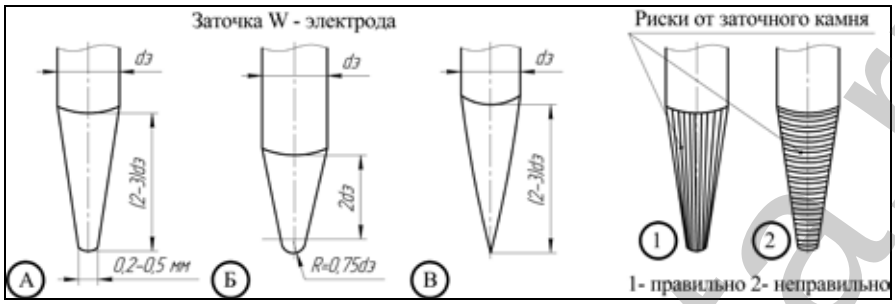

Рис.21. Пример заточки вольфрамового электрода, где
3. Держа сварочную маску перед лицом, «чиркните» (рис.21 «Чирканье») электродом по поверхности свариваемой детали (как при зажигании спичкой). Данный метод наиболее продуктивный для зажигания сварочной дуги.